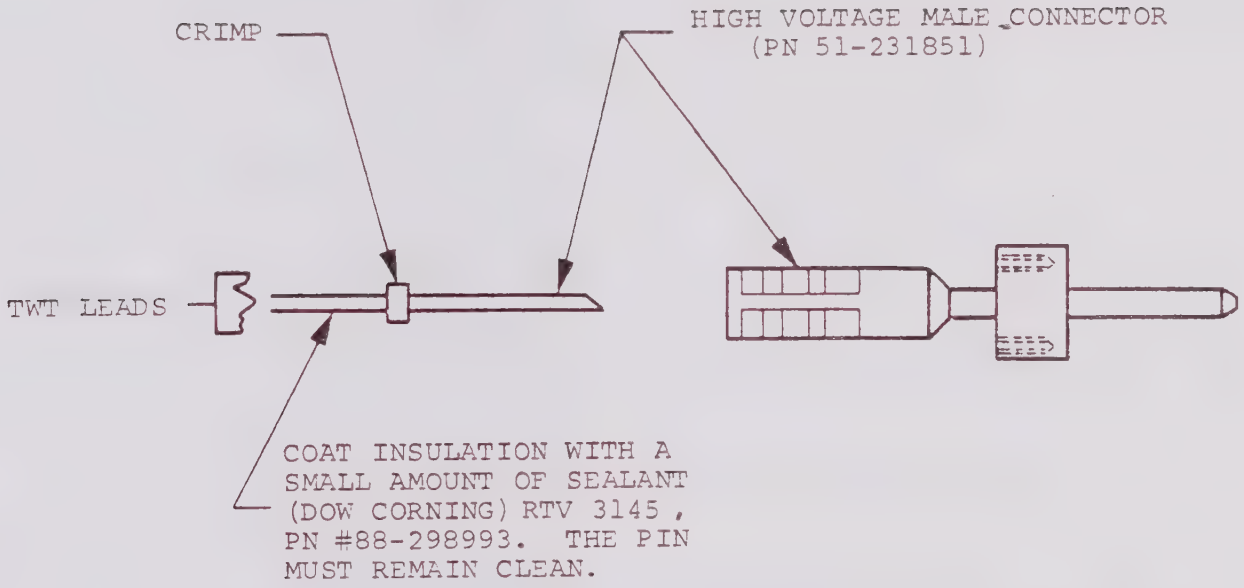

FIGURE 6-3 INSTALLATION AND POTTING OF HV CONNECTORS
f. Install new high voltage male connectors to the TWT leads as shown in Figure 6-3. Proceed as follows: